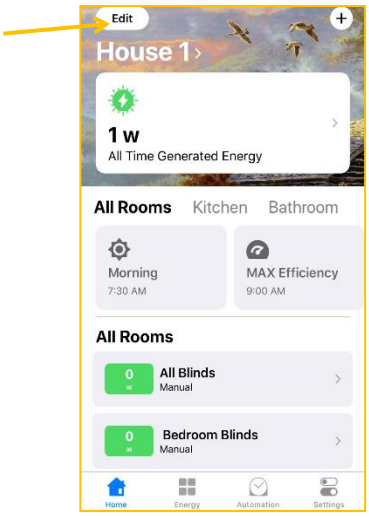

Figure 31
10.8.1. Click **Edit** tab in the top left corner to start *(Fig. 31)*.